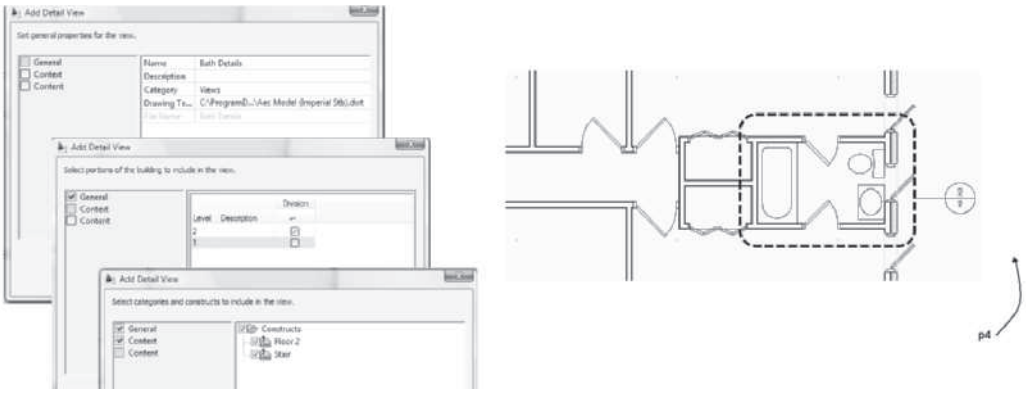

FIGURE 12.35 *Creating the View drawing and defining the location of detail for the new Model view drawing*
3. Click **New View Drawing** to open the Add Detail View dialog box shown in Figure 12.35.
4. Type a name for the view drawing (the Bath Details name) as shown in Figure 12.35.
`Specify insertion point for the 2D section result:` *(Select a point at* `p4` *as shown in* `Figure 12.35` *to specify the location of the model space view.)*